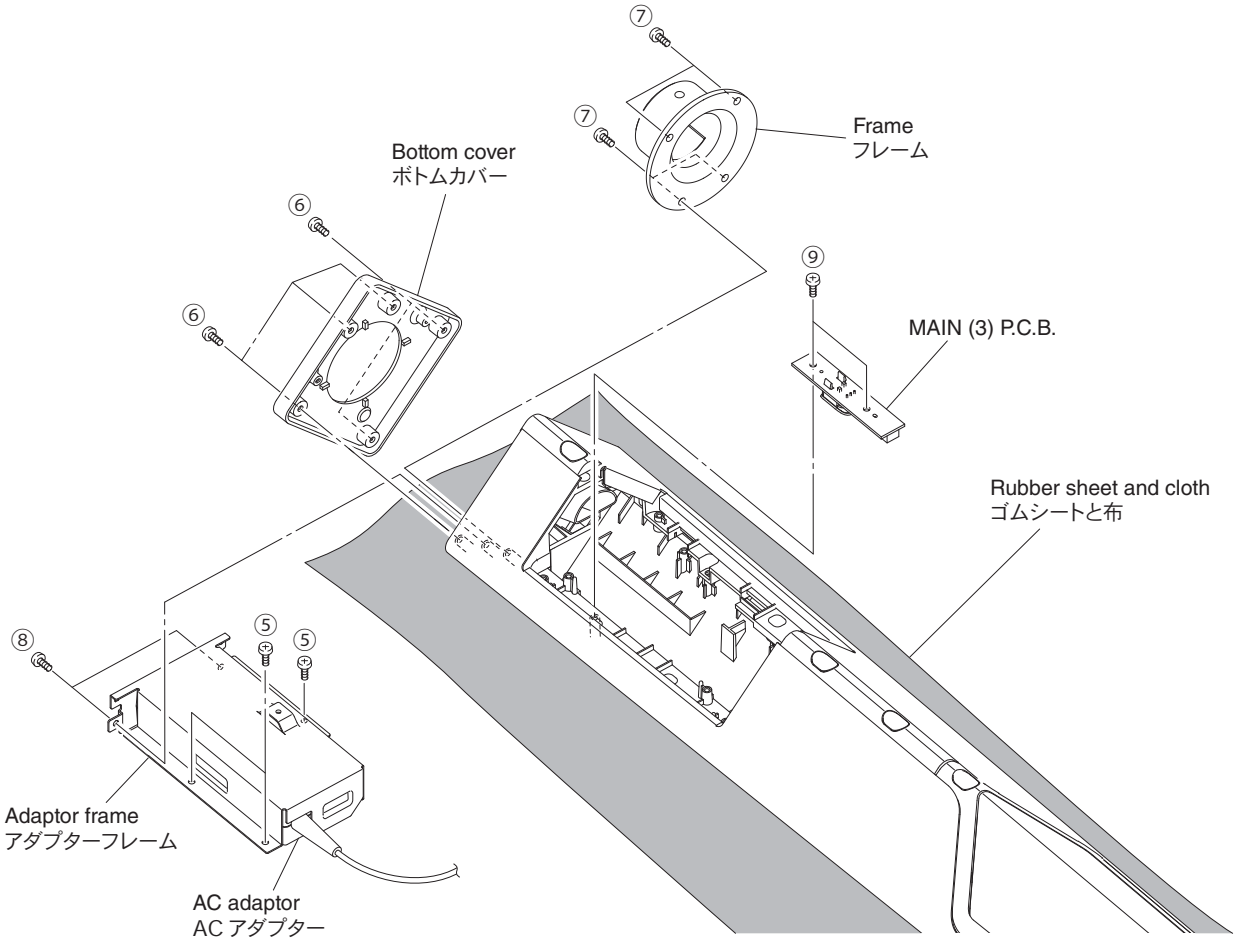

Fig. 2
2. Removal of AC Adaptor and MAIN (3) P.C.B.
a. Remove 3 screws (⑤). (Fig. 2)
b. Remove 5 screws (⑥). (Fig. 2)
c. Remove the bottom cover. (Fig. 2)
d. Remove 4 screws (⑦). (Fig. 2)
e. Remove the frame. (Fig. 2)
f. Remove 2 screws (⑧). (Fig. 2)
g. Remove the AC adaptor together with the adaptor frame. (Fig. 2)
h. Remove 2 screws (⑨). (Fig. 2)
i. Remove MAIN (3) P.C.B. (Fig. 2)
a. ⑤ のネジ 3 本を外します。（Fig. 2）
b. ⑥ のネジ 5 本を外します。（Fig. 2）
c. ボトムカバーを外します。（Fig. 2）
d. ⑦ のネジ 4 本を外します。（Fig. 2）
e. フレームを外します。（Fig. 2）
f. ⑧ のネジ 2 本を外します。（Fig. 2）
g. AC アダプターをアダプターフレームと一緒に外します。（Fig. 2）
h. ⑨ のネジ 2 本を外します。（Fig. 2）
i. MAIN（3）P.C.B. を外します。（Fig. 2）